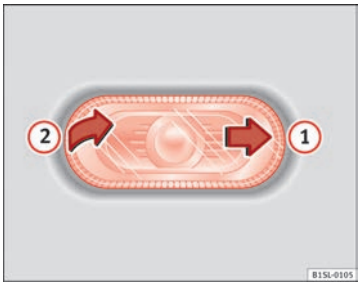
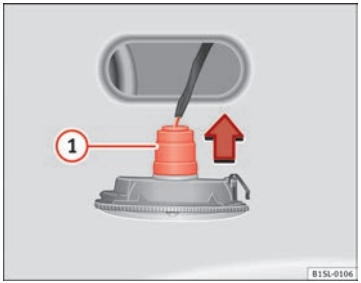

Fig. 160 Démontez le clignotant latéral.
Fig. 161 Clignotant latéral : Remplacement des ampoules.
2. Déplacez avec une main le clignotant latéral vers l'arrière ⇒ fig. 160 (1).
3. Retirez le clignotant latéral de la carrosserie en faisant levier (2).
4. Retirez le support d'ampoule avec l'ampoule dans le sens de la flèche ⇒ fig. 161 (1).